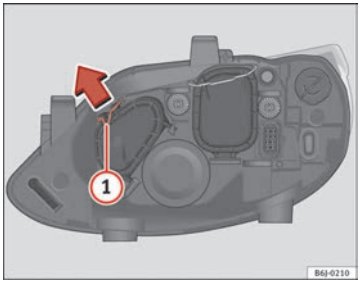

Fig. 162 Main beam headlights
– Move the loop (1) in the direction of the arrow and remove the cover ⇒ Fig. 162.